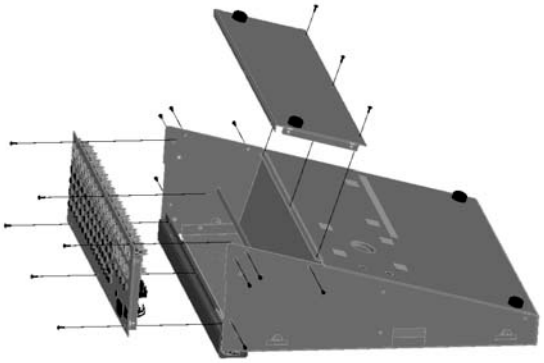

fig. 5
4. Desserrez les 8 vis fixant le capot et le panneau de connexion sur les côtés de l'appareil (fig. 5) à l'aide du tournevis cruciforme de type Ph1.
5. Puis démontez le panneau de connexion maintenu par 6 vis (fig. 5). Veillez à ne pas débrancher par erreur les connecteurs de câble. Enfin enlevez le capot maintenu par 3 autres vis.